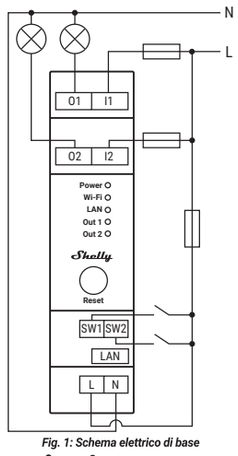

Fig. 1: Schema elettrico di base
1. Collegare il terminale N al cavo di neutro e il terminale L all'interruttore di alimentazione del Dispositivo, come illustrato nella Fig. 1.